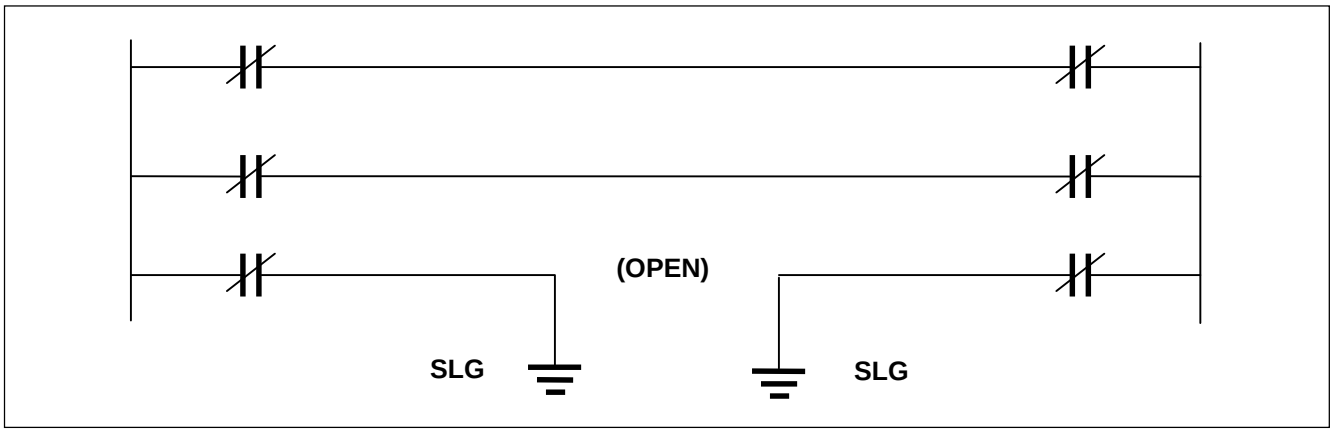

Figura 3-22. Conductor abierto con dos fallos de línea única a masa (OC/2-SLG)
La mayoría de las situaciones de conductor abierto (OC) involucran también fallos SLG (Single Line to Ground) de en ambos lados de la abertura. (Ver la Figura 3-22.) Esto se denomina un fallo "OC/2-SLG" (conductor abierto con dos líneas únicas a masa). Los fallos SLG son por lo general de alta resistencia, ya que el conductor roto solo puede tocar tierra seca o helada, o pavimento seco. Sin embargo, esta condición es más **fácil** para el relé que un fallo SLG de alta resistencia sin un conductor roto. Esto es porque la corriente a través de la carga que tiende a enmascarar la corriente de fallo interna en algunos esquemas de relé es interrumpida por el conductor roto.